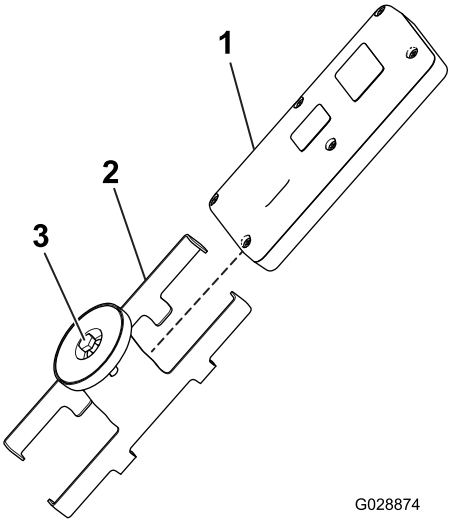

**Figur 19**
5. Monter den håndholdte styreenhed i styreenhedens magnetiske beslag, skub de to dele sammen, så styreenheden fastgøres, og tilspænd bolten i magneten (Figur 19).